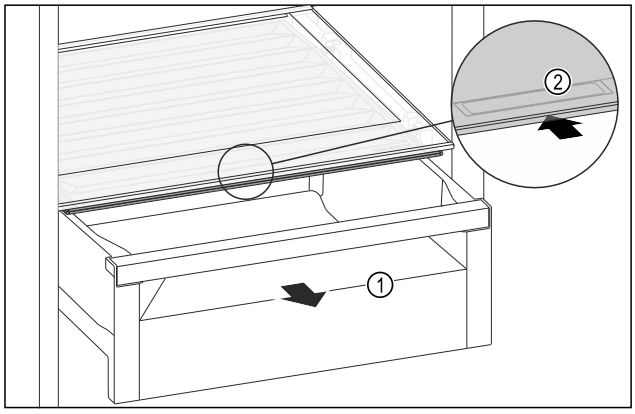

Fig. 192
▶ Pull out the drawer *Fig. 192 (1)*.
▶ Grasp the recessed grip *Fig. 192 (2)* on the compartment lid and push the compartment lid backwards at the same time.